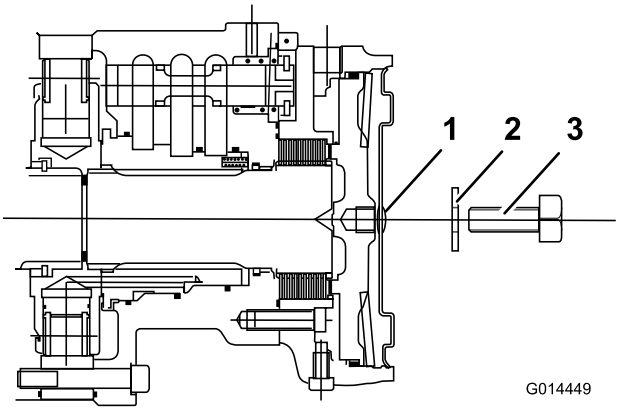

Figur 62
6. Find motorskivebremsesamlingen på venstre forhjul, og gentag den foregående procedure (Figur 62).